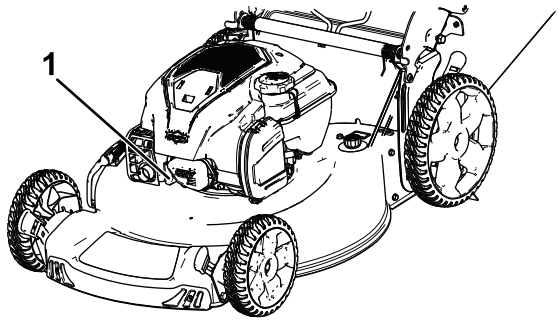

Figur 26
2. Lossa tändkabeln från tändstiftet (Figur 26).